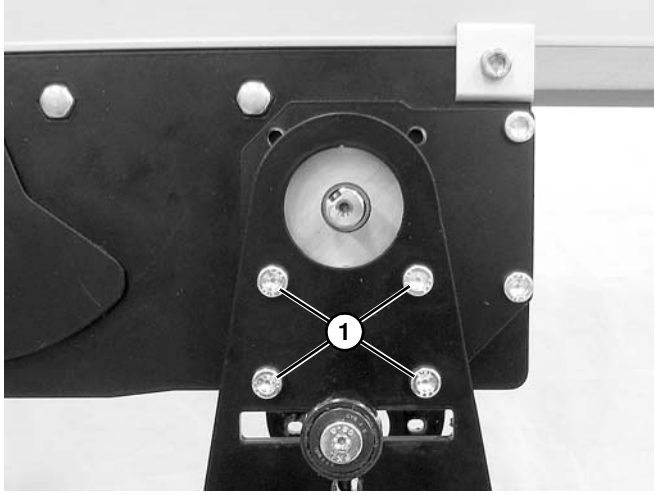

Figure 37
*La **Figure 37** correspond à un motoréducteur monté verticalement. Le motoréducteur monté horizontalement est similaire.*
3. Retirer les quatre vis de montage **(Figure 37, élément 1)** et déposer le motoréducteur.